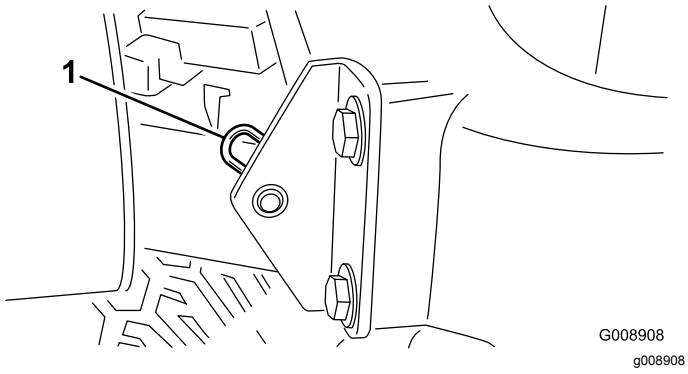

Figur 48
2. Ta bort saxpinnen som fäster motorhuvstappen vid fästskivorna (Figur 48).